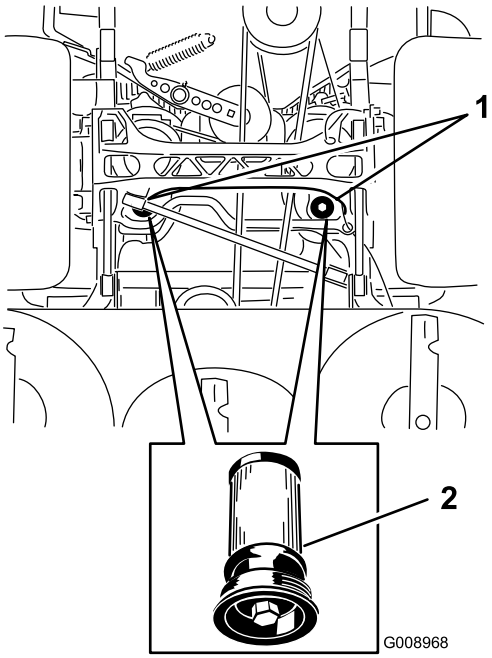

Figuur 81
5. Plaats een opvangbak onder het filter, verwijder het oude filter en veeg het oppervlak schoon (Figuur 81).
6. Breng een dun laagje hydraulische vloeistof aan op de rubberen pakking van het vervangende filter (Figuur 81).